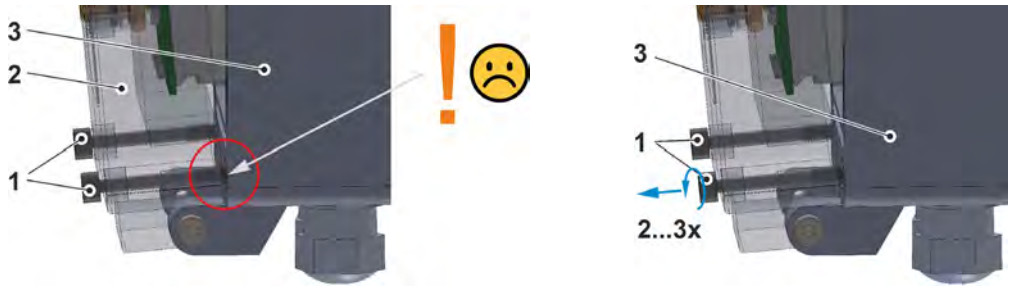
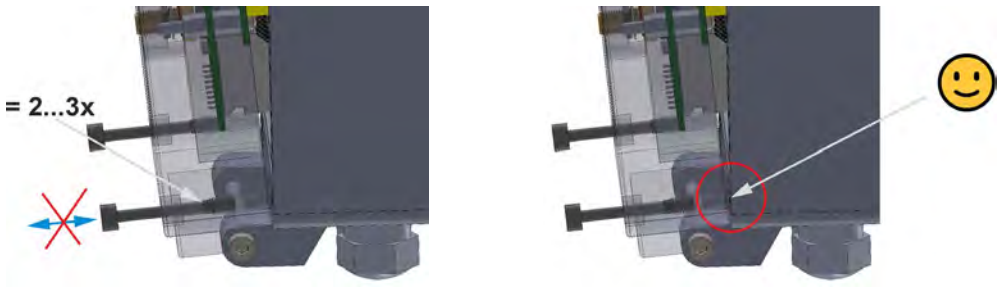

Fig. 23-2 Bouchons filetés : collision / dévissage
Fig. 23-3 Bouchons filetés : sécurisés / collision évitée
1. **Étape 1 :** Dévisser six bouchons filetés (Fig. 23-2, pos. 1 / Fig. 23-3, pos. 1 ; fabrication spéciale) du boîtier (Fig. 23-3, pos. 3) jusqu'à ce qu'ils puissent se déplacer librement dans l'alésage du couvercle du boîtier (Fig. 23-2, pos. 2 / Fig. 23-3, pos. 2), mais sans tomber.
2. Rabattre avec précaution le couvercle du boîtier (Fig. 23-2, pos. 2 / Fig. 23-3, pos. 2) vers le bas pour préserver la charnière (ne pas le laisser tomber).
2. Rabattre complètement le couvercle du boîtier (Fig. 23-2, pos. 2) vers le haut en s'assurant qu'aucun câble de capteur n'est coincé.
3. Visser les six bouchons filetés (Fig. 23-2, pos. 1) (SW3) à fond dans le boîtier et les serrer à un couple de **1,3 Nm**.